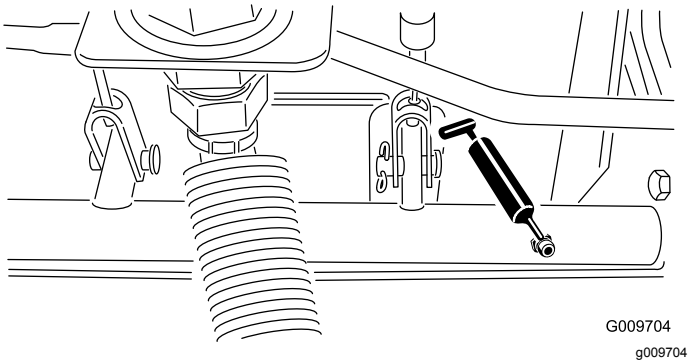

**Figur 43**
- Bromsaxelns lager (5) (Figur 43)